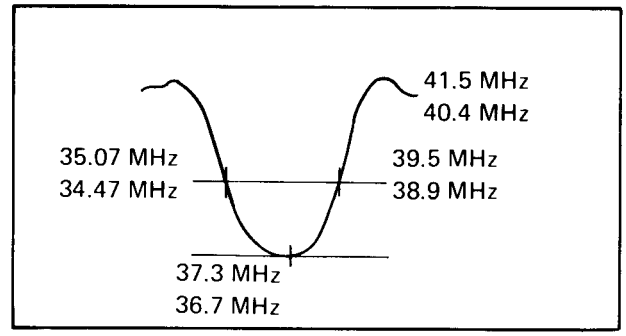

Fig. 5-46
8. Adjust the tuner core to make the waveform have an equal height at the 35.07 MHz and 39.5 MHz (HR-3660EK), 34.47 MHz and 38.9 MHz (HR-3660EG) markers as shown in Fig. 5-46.
10. Adjust the core T102 to tune the adjacent sound trap to the 41.5 MHz (HR-3660EK), 40.4 MHz (HR-3660EG) marker as shown in Fig. 5-46.